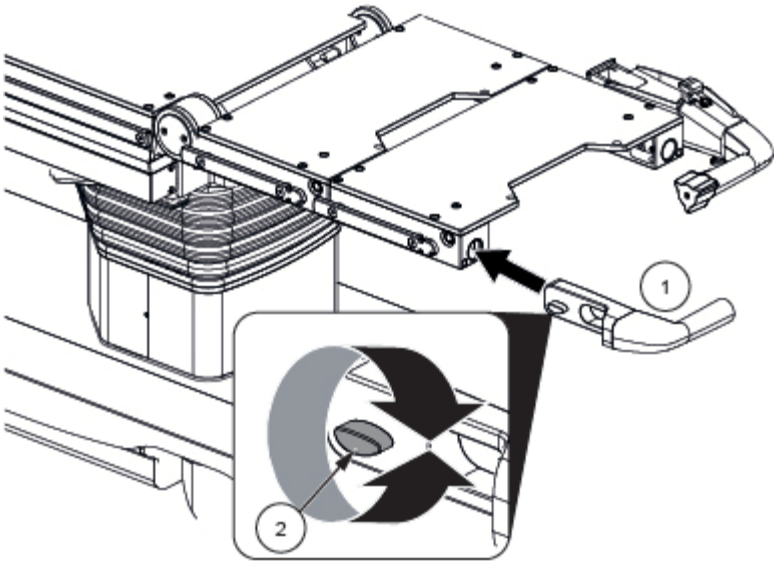

Figure 6-3. Installation de la poignée accessoire
1. Pousser la poignée d'accessoires (1) à fond dans le rail et s'assurer que la vis papillon (2) reste déverrouillée. Voir la *Figure 6-3*.
2. Tournez la vis papillon (2) pour la serrer. Tirez la poignée de l'accessoire pour vérifier qu'elle est bien fixée. Voir la *Figure 6-3*.